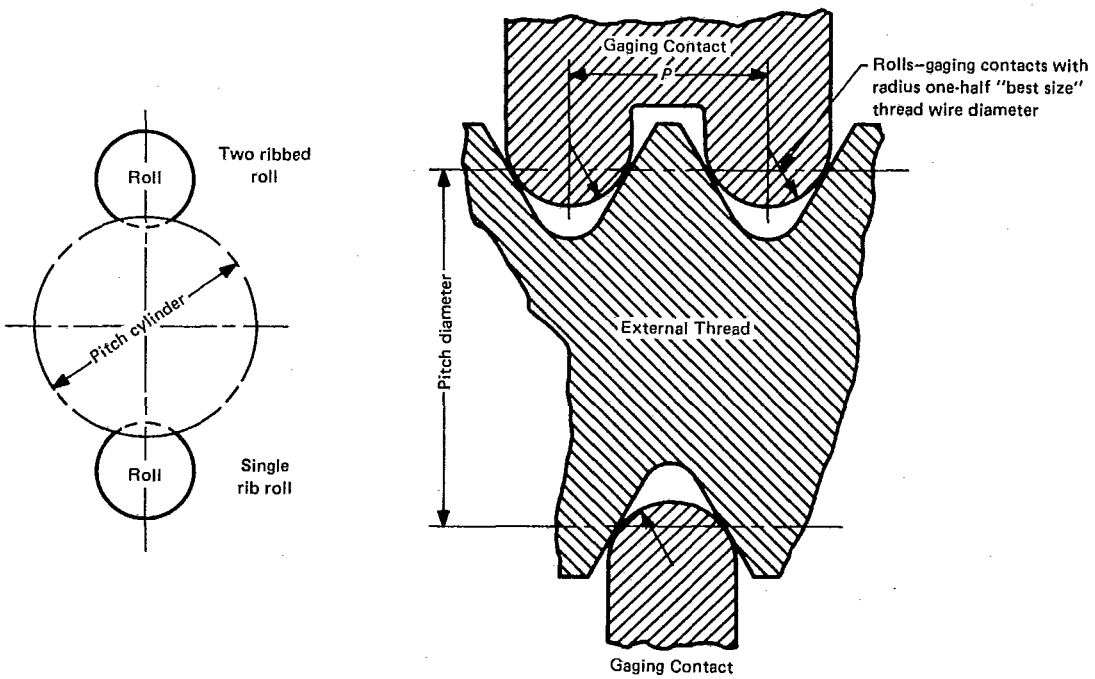

FIG. 23 THREAD SNAP GAGES — MINIMUM-MATERIAL THREAD GROOVE DIAMETER LIMIT
5.6.3 Thread Form. The specifications for radius type rolls are shown in Fig. 23.